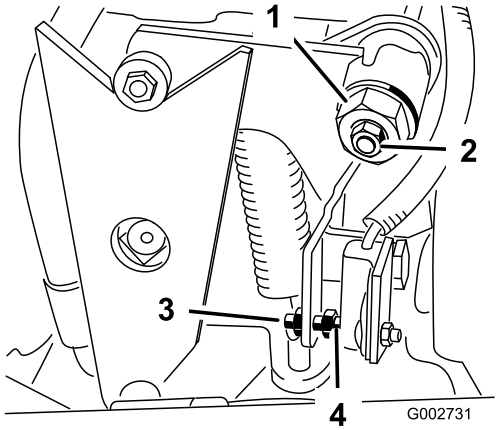

Figur 33
4. Løsne låsemutteren på trekkjusteringskammen (Figur 33).
5. Start motoren, og roter den sekskantede kambolten (Figur 33) i begge retninger for å finne midtstillingen på det nøytrale spennet.
3. Juster skruen til elektrodeavstanden er 1,5 mm ± +0,80 (Figur 33).